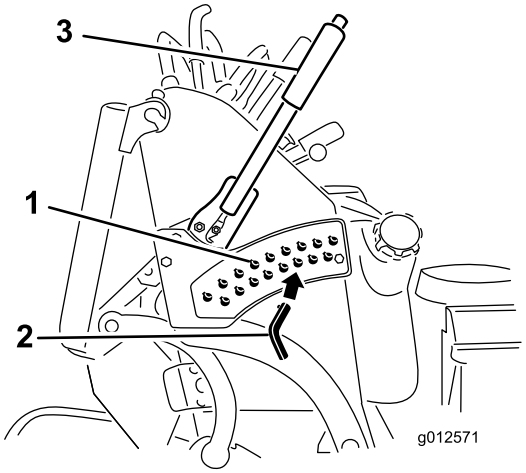

Figur 28
3. Vælg et hul i klippehøjdebeslaget, som svarer til den ønskede klippehøjde, og sæt pinden i (Figur 28).
4. Tryk på den øverste knap og sænk klippehøjdehåndtaget ned på pinden (Figur 28).